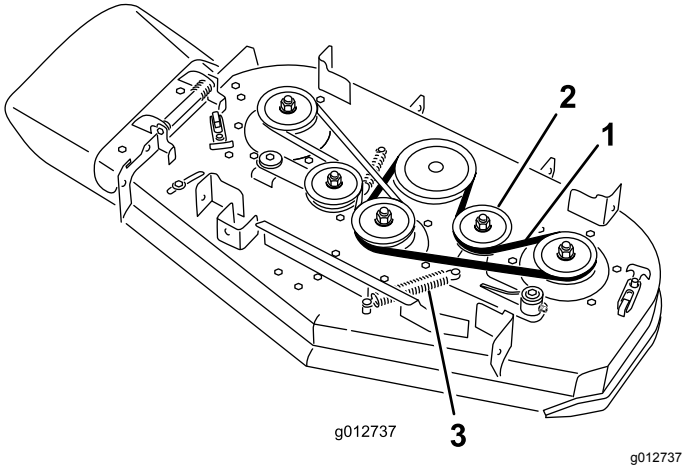

Bild 65
A. Entfernen Sie die Feder vom Ankerpfosten am Spannscheibenarm (Bild 65).
B. Nehmen Sie den verschlissenen Mähwerkriemen ab (Bild 65).
C. Verlegen Sie einen neuen Mähwerkriemen um die Riemenscheiben des Mähwerks, die Kupplungsscheibe und die Spannscheibe (Bild 65).